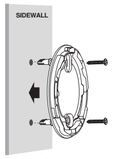

Figure 4
3. Drill the holes at the marks with a 3/16" (5 mm) drill bit. Insert the anchor plugs and screw the mounting bracket to the ceiling or wall using the screws provided.(See Figure 4)